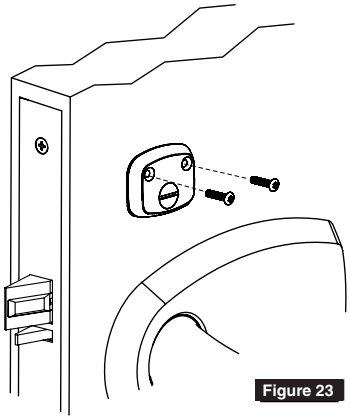

Figure 23
1. Install coin-turn using two (2) surface mount screws. (Figure 23)